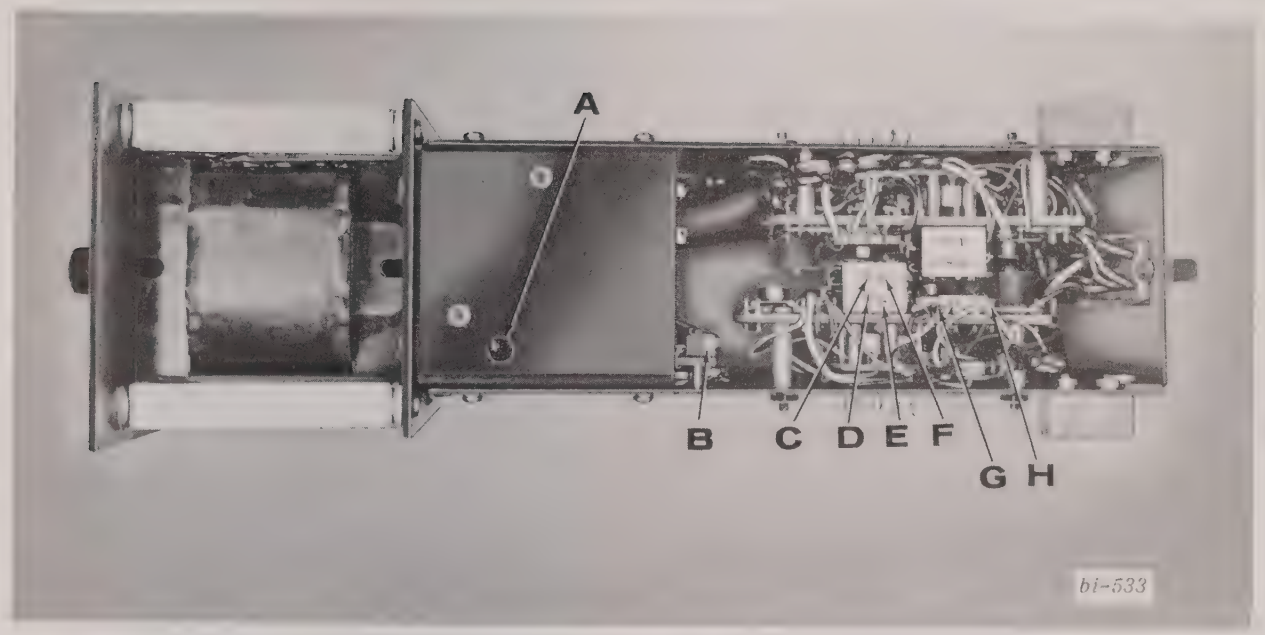

FIGURE 7-1 CALIBRATION TEST AND ADJUSTMENT POINTS
5. Set I_{co} BAL control (D, Fig. 7-1) to mid-range (7.5 turns).
6. Set INT POS control (E, Fig. 7-1) to mid-range (7.5 turns).
7. Set CRS DAMP control (F, Fig. 7-1) to mid-range (7.5 turns).
10. Check for reading of -26 ± .5 volts. If necessary, adjust 26 volt control thru single access hole in frame member next to transformer for required voltage (A, Fig. 7-1).
11. Attach a voltmeter from inside terminal of 100 ohm resistor (H, Fig. 7-1) to second terminal from adjusted potentiometers (G, Fig. 7-1) on amplifier board.
12. Adjust 20 KC level control (B, Fig 7-1) for 7.0 ± .2 volts rms, on Model 15-5221-11 amplifier and 7.5 ± .2 volts, rms on Model 15-5221-21 amplifier.
13. Attach a voltmeter from inside terminal of 100 ohm resistor (H, Fig. 7-1) to stud of Q-4, Q-7, Q-8 or Q-11 on outside plate of drive amplifier and set EQL OVER control (C, Fig. 7-1) for -13 volts D.C.
15. Short leads 1 and 2 and, if necessary, adjust INT POS control (E, Fig. 7-1) until pen is exactly at chart center.
16. Alternately open and short appropriate leads (1 and 2) in channel being calibrated and observe for pen movement. If necessary, adjust I_{co} BAL control (D, Fig. 7-1) until there is a minimum or no pen movement.
4. Switch frequency to 55 cps and, if necessary, adjust CRS DAMP control (F, Fig. 7-1) until 5.5 and 55 cps amplitudes are equal.